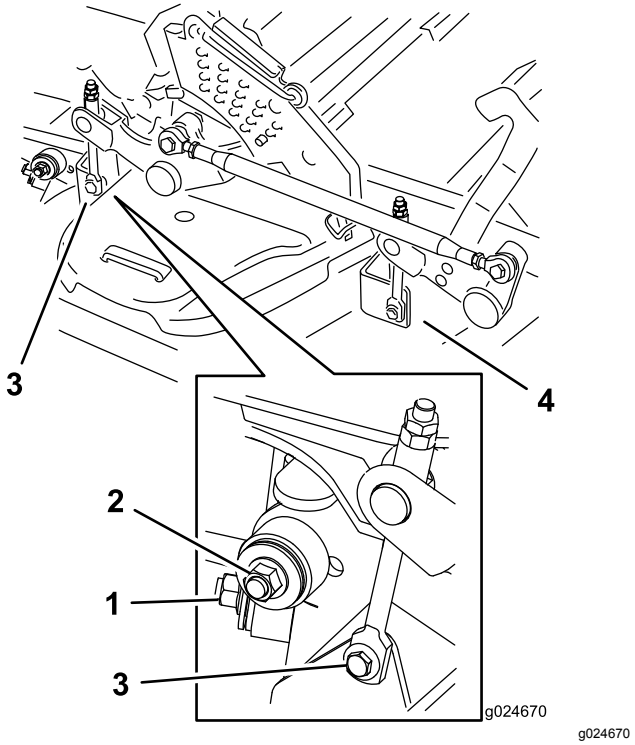

**Figuur 121**
7. Verwijder de bevestigingsmaterialen aan beide zijden van het maaidek zoals wordt getoond in Figuur 121 en bewaar deze materialen.